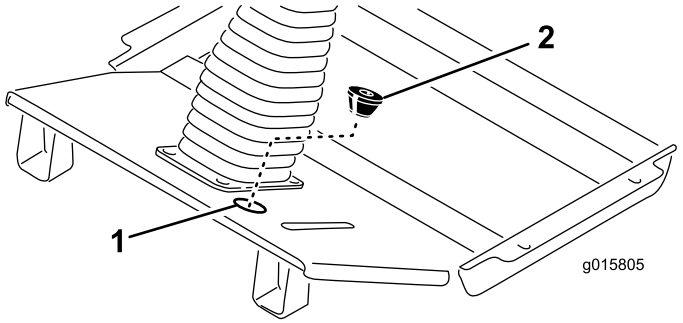

図 11
- ハーネスの残り部分は、フロアパネルの打ち抜き穴の中に入れる（図 11）。
- ハトメ（付属品）にスリットを切り込み、下側の開口部に切り込みを作る（図 11）。先の細くなっているほうが下になるようにしてハトメをワイヤハーネスに通し、フロアパネルの打ち抜き穴にはめ込む。